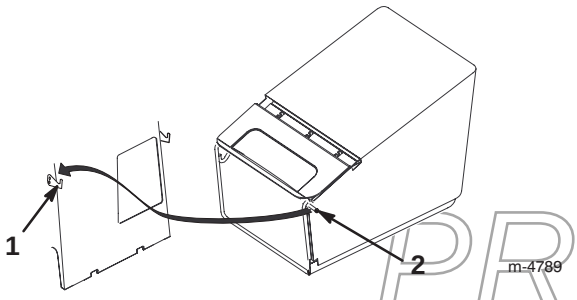

Bild 16
4. Hängen Sie die Fangkorbrahmenstifte in die Haken ein, siehe Bild 16.
4. Heben Sie die Fangkorbrahmenstifte von den Haken ab. Nehmen Sie sie dann aus der Öffnung heraus, siehe Bild 16.